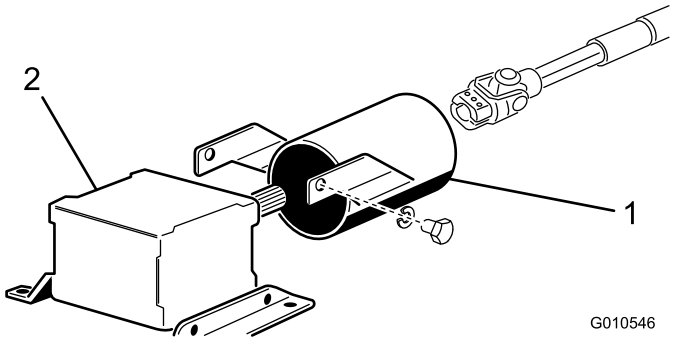

Figura 8
PDF agli ingranaggi (Figura 8). Conservate gli elementi di fissaggio per installazioni future.
4. Inserite la protezione dell'albero della presa di forza sull'albero stesso, posizionando la protezione come mostrato in Figura 8.